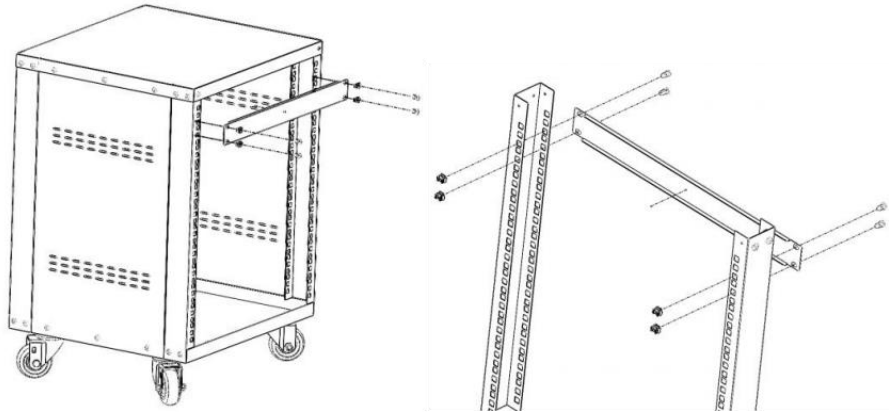

Figure 5
5. Place 1U blind panel(⑤) on the rack. secure with the 4pcs M6 cage nuts(⑧) and 4pcs M6*12 cross head screws(⑨). See Figure 5.